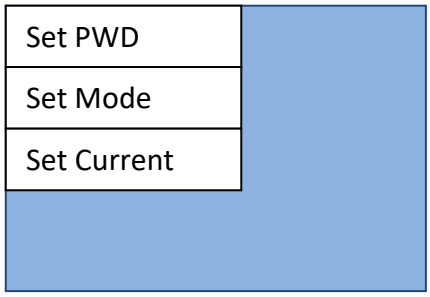
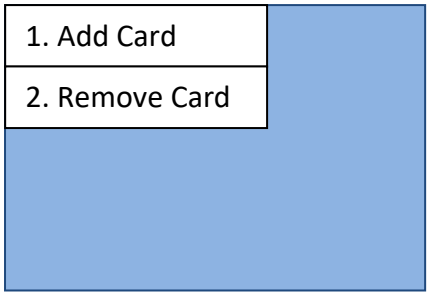

Figure 68 – Page de configuration du mot de passe, du mode d'utilisation et de la puissance
Figure 70 – Page de contrôle de la carte RFID
3) Depuis la page de la Figure ci-dessous, sélectionner le point « 1. Paramètres » et appuyer sur la touche Confirmer/Entrée. Attendre l'affichage de la page indiquée à la Figure 68.
1) Dans la page de la Figure 68, sélectionner le mode de travail « Hors ligne » et appuyer sur Confirmer/Entrée. Il faut attendre 120 s pour que la configuration soit active, puis éteindre et rallumer le dispositif.
2) Depuis la page de la Figure 68, sélectionner le point « 3. Gestion » et appuyer sur Confirmer/Entrée. Attendre l'affichage de la page indiquée à la Figure 70.